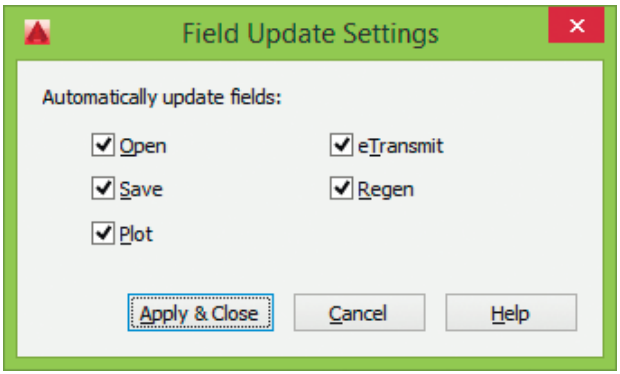

Рис. 3.14. Диалоговое окно настройки обновления полей
- кнопка **Field Update Settings...** загружает одноименное диалоговое окно, позволяющее настроить условия автоматического обновления полей (системная переменная `FIELDEVAL`) (рис. 3.14): **Open** – при открытии файла; **Save** – при сохранении файла; **Plot** – при печати файла; **eTransmit** – при формировании комплекта и пересылке файла; **Regen** – при регенерации файла.